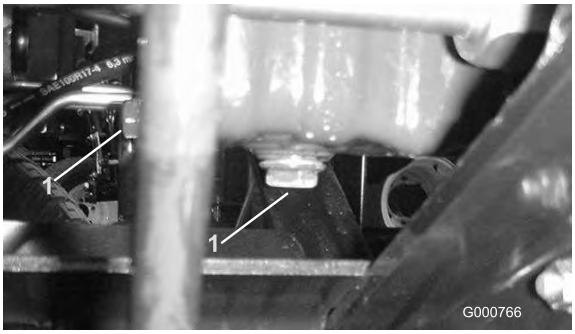

Bild 42
1. Entfernen Sie die Ablassschraube (Bild 42)und lassen Sie das Öl in die Auffangwanne ab. Schrauben Sie die Ablassschraube wieder ein, nachdem das Öl abgelaufen ist.